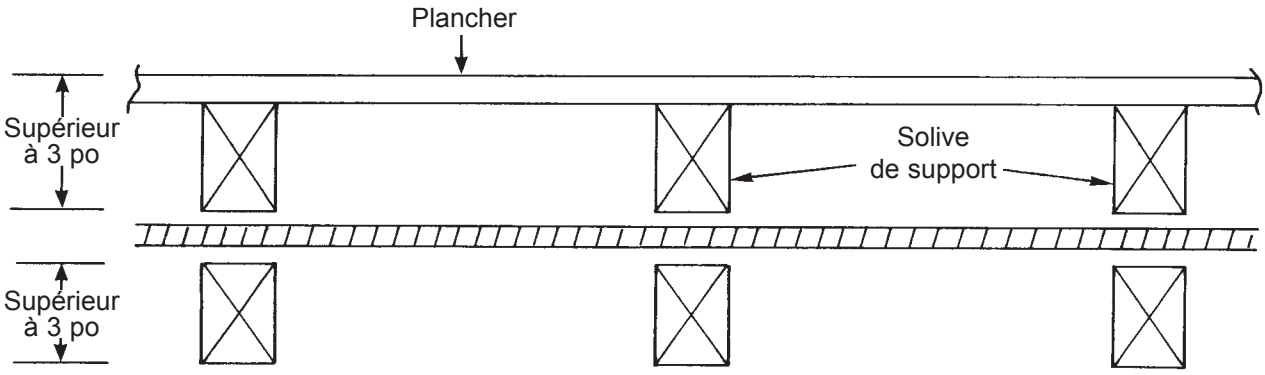

Figure: 4-10
a. Aux points d'appui à plus de 3 po du bord extérieur d'un montant, d'une solive, d'une plaque, etc. ou de la surface du mur. (Figure: 4-10).